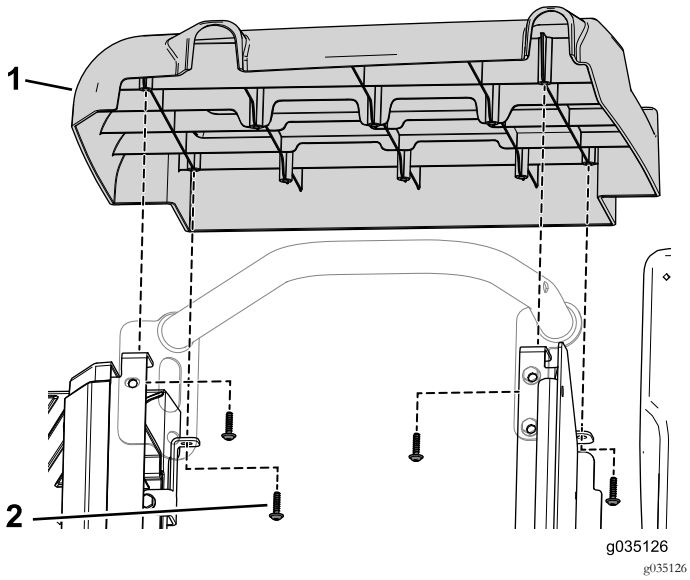

Figura 88
10. Utilize os quatro parafusos autorroscantes para prender a cobertura do lado direito ao conjunto do banco (Figura 88).